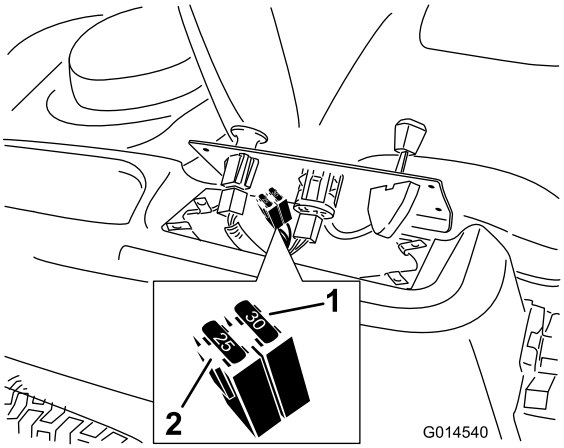

**Figur 45**
2. Løft opp kontrollpanelet for å få tilgang til hovedledningsnettet og sikringsblokken (Figur 45).
3. Når du skal bytte sikring, må du dra i sikringen for å få den ut (Figur 45).